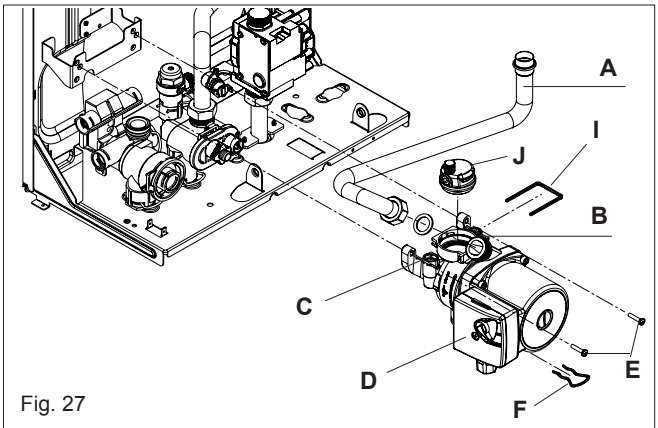

Fig. 27
6.5 PUMP ASSEMBLY (fig. 27)
6.7 LOWER AUTOMATIC AIR RELEASE VALVE (fig. 27)